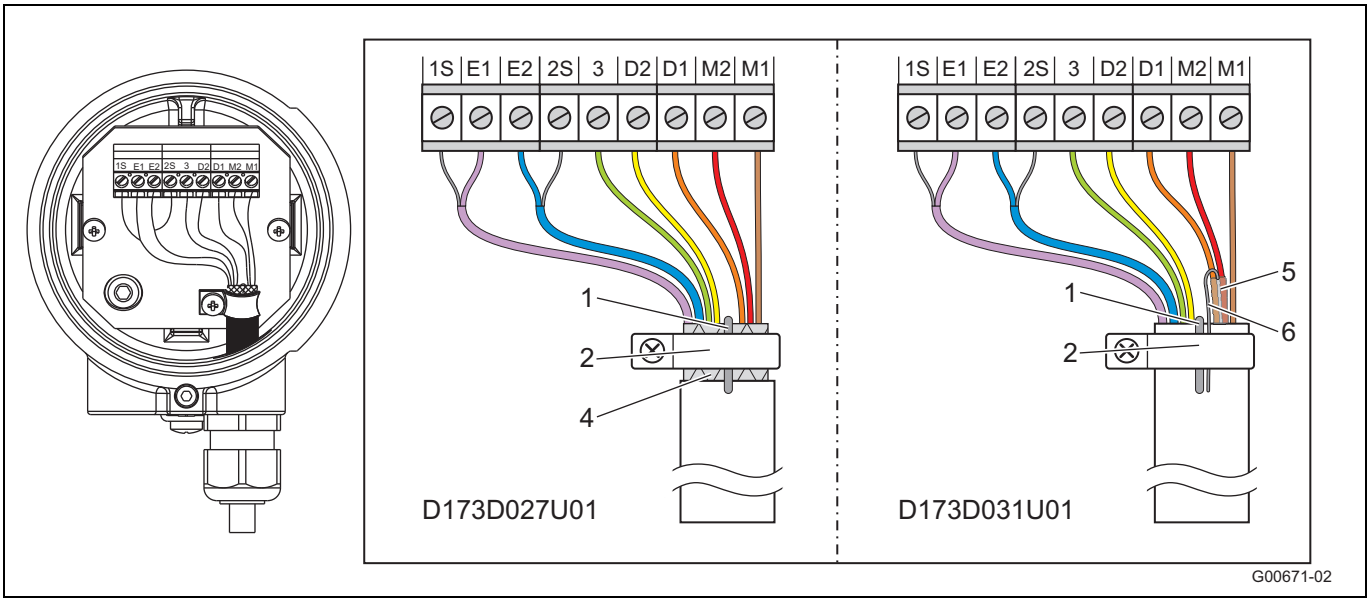

Bild 33
- Anslut alla andra ledare som visas i Bild 33.